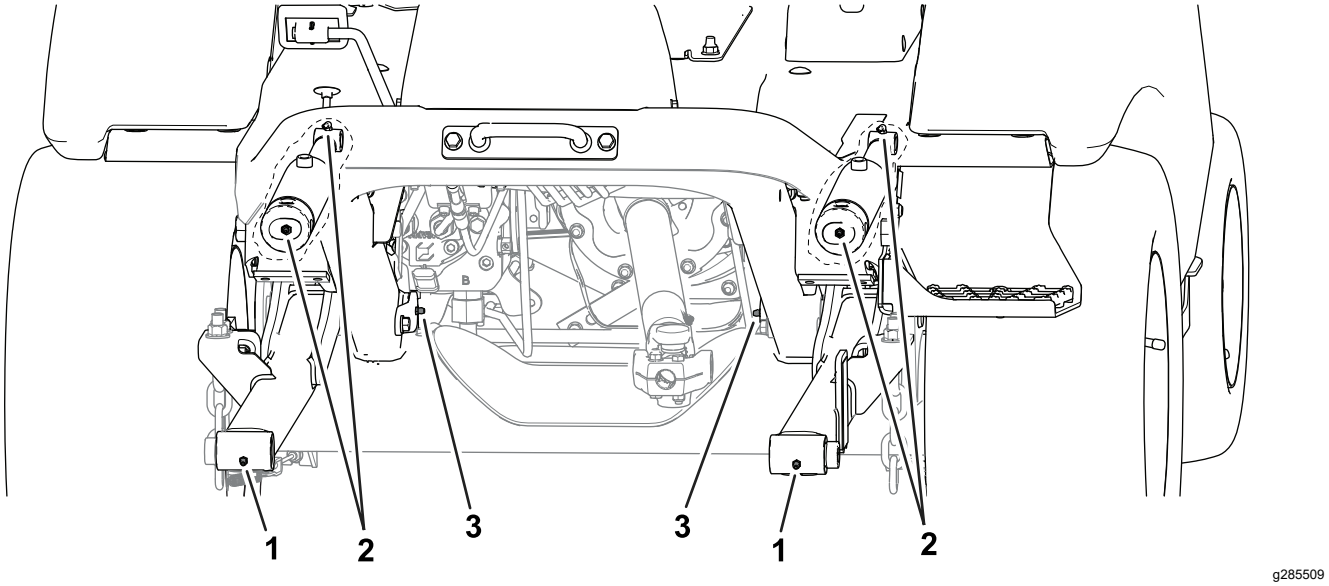

**Figura 47**
- **Parte anteriore della macchina** (Figura 47):
- Mozzi girevoli dell'attrezzo (2)
- Boccole del cilindro di sollevamento (2)
- Perni di articolazione del braccio di sollevamento (2)